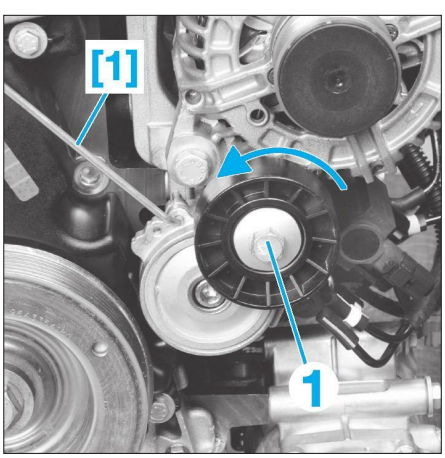

**Fig. 1**
• Tourner le galet tendeur (1) dans le sens inverse horaire **(Fig.1)**.